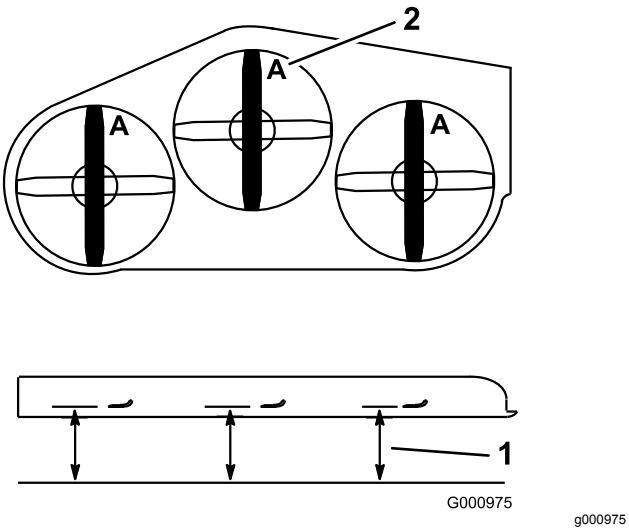

**Figur 101**
4. Mät från en plan yta till knivens egg vid punkt **A** på knivarna (Figur 101).